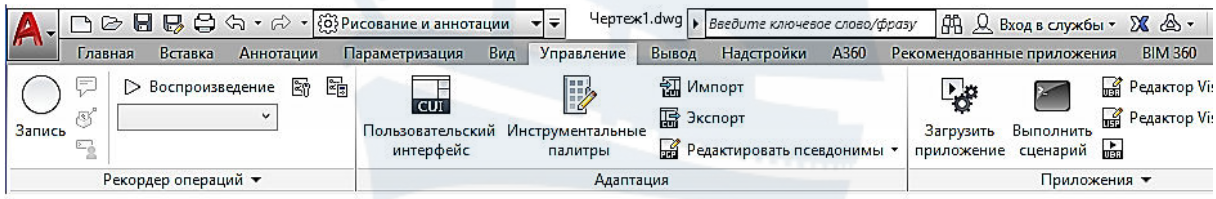

Рис. 21
– Вкладка **Управление** – содержит инструменты для настройки интерфейса окна AutoCAD, управления чертежами и данными (импорт, экспорт) и др. (рис. 21).